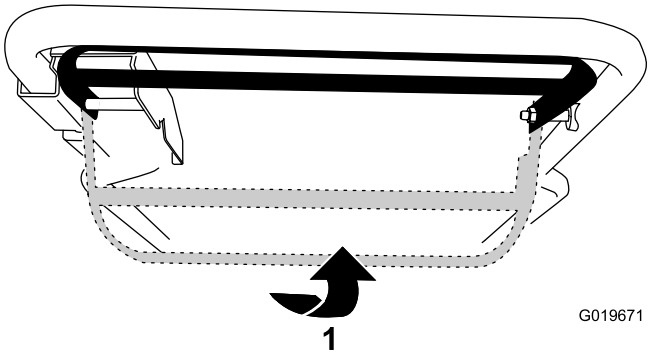

Rysunek 20
- Aby korzystać z napędu trybu samobieżnego bez włączania ostrzy, unieś dźwignię sterowania do uchwytu (Rysunek 20).
- Aby korzystać z napędu trybu samobieżnego i włączyć ostrza, przesuń dźwignię sterowania maksymalnie w prawo i unieś ją do uchwytu (Rysunek 20).